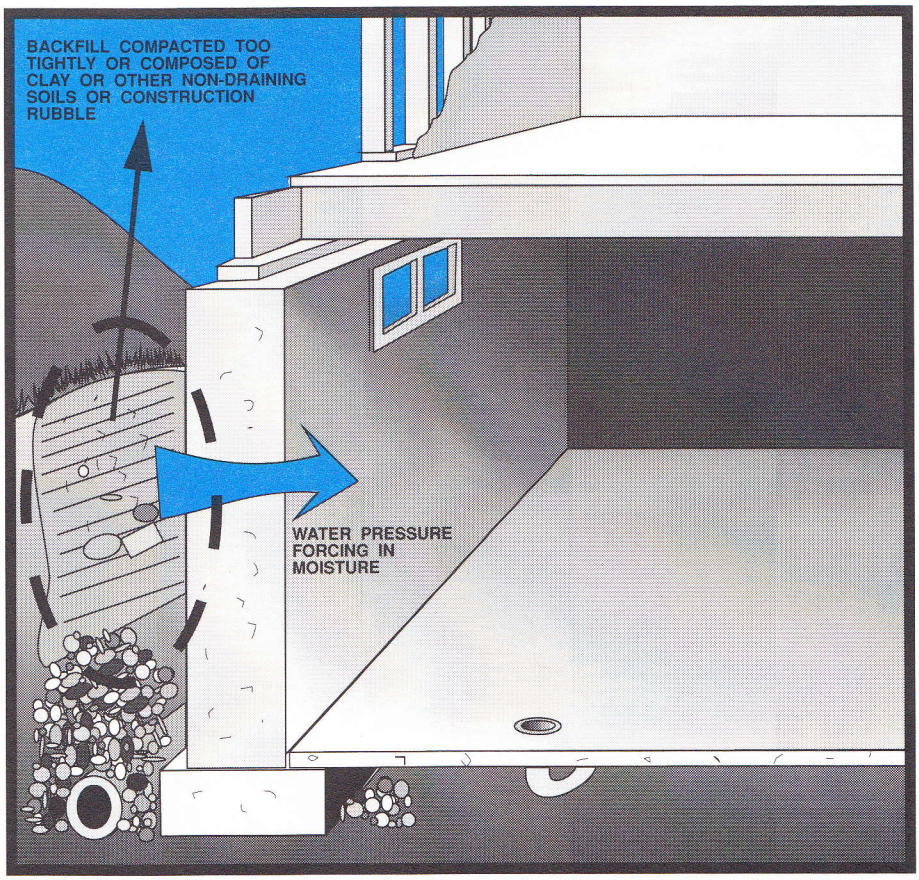

**FIGURE 24**
- If the *backfill* is compacted too tightly or composed of clay soils, construction rubble and other non-draining materials, it becomes easily saturated with moisture and is unable to lead away water to the *footing drain.* This will create moisture problems around the basement. (See Figure 24.)